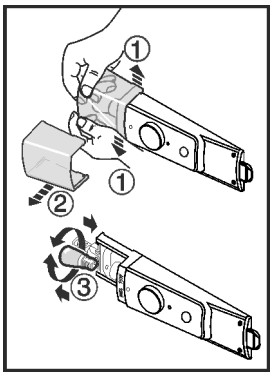

Fig. 12
▶ Écarter le couvercle de la lampe vers l'intérieur, à l'avant *Fig. 12 (1)*, comme illustré et le retirer sur le côté *Fig. 12 (2)*.
▶ Remplacer la lampe. *Fig. 12 (3)*